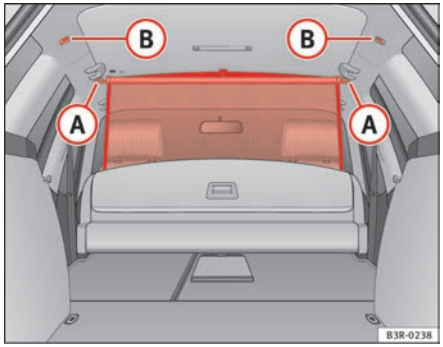

Fig. 121 Retainers for the partition grille
– Engage the ends of the bar in the retainers (B) ⇒ fig. 121.
– Engage the ends of the bar in the retainers (A) ⇒ fig. 121.